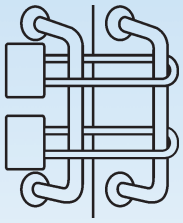

图 3.32　两把锁分别锁门
1. 图 3.32 中，一个门被两把锁按图示的方式锁住，而且钥匙分别掌握在 A、B 两个人手中。讨论：什么条件下才能打开门？